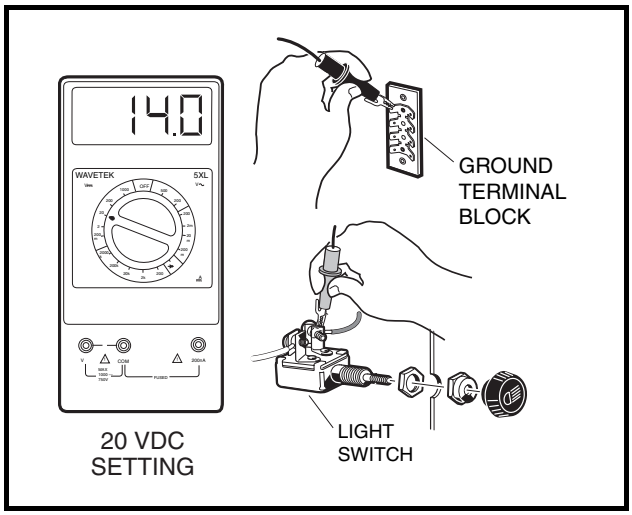

Figure 11-46 Light Switch Test
3. Use a multimeter set on 20 volts DC, place alligator clips on the multimeter probes. Connect the black (–) probe to the terminal block under the front body **(Figure 11-46, Page 11-43)**.